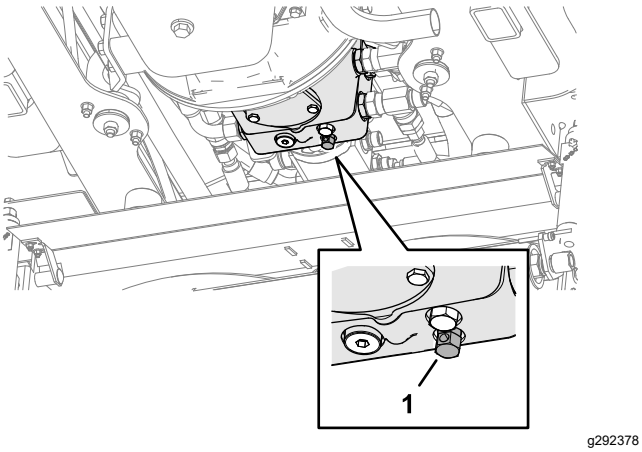

Figur 43
1. Frigjør det hydrauliske bremsesystemet ved å vri omløpsventilen som er plassert under girpumpen mot urviseren maks. tre omdreininger (Figur 43).